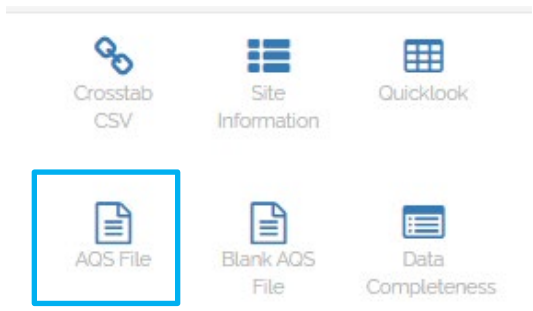

Figure 21. Data Completeness report in MAX
- Select the site, start and end dates and click “Go” (**Figure 21** and **Figure 22**)